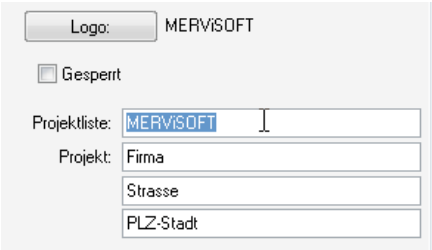

Bild 18.3 – Die einzige Änderung im neuen Projekt ist der Name
- Wechseln Sie in die Projektverwaltung und erstellen Sie über das Listenfeld *Projektliste, Anlegen* ein neues Projekt an. Belassen Sie alle Einstellungen bis auf den *Namen* in der *Projektliste* auf ihren Defaultwerten (Abb. 18.3).